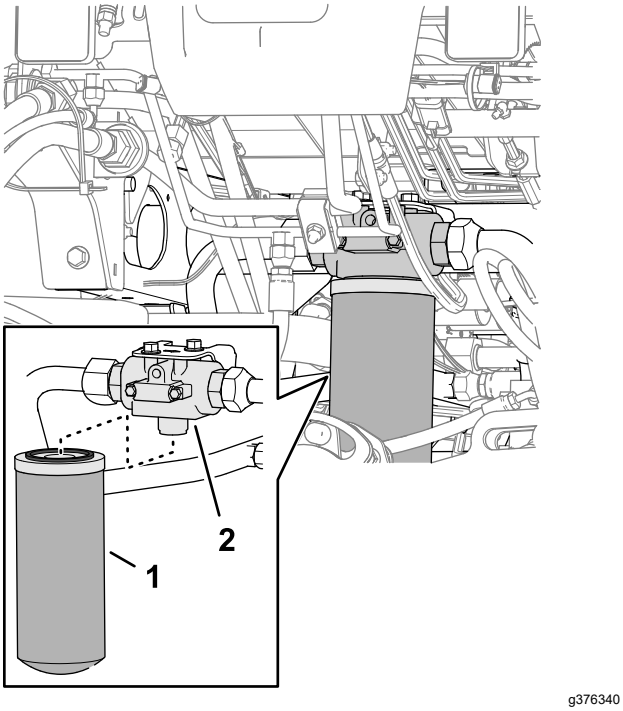

Figuur 145
2. Plaats een opvangbak onder het retourfilter aan de voorkant van de machine (Figuur 145).